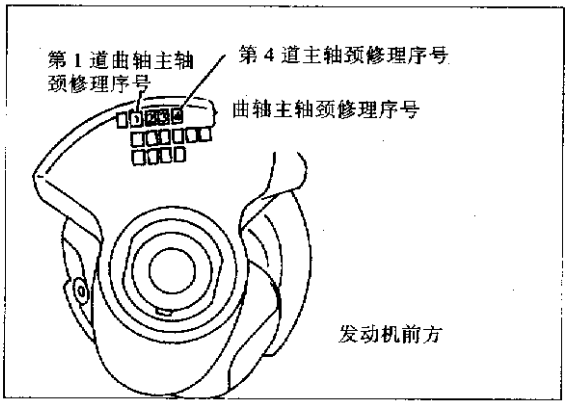

图 2-9-22
b. 见图 2-9-22，每个曲轴主轴颈的等级号打印在相应的曲轴处。按表 2-14 选择主轴瓦厚度。